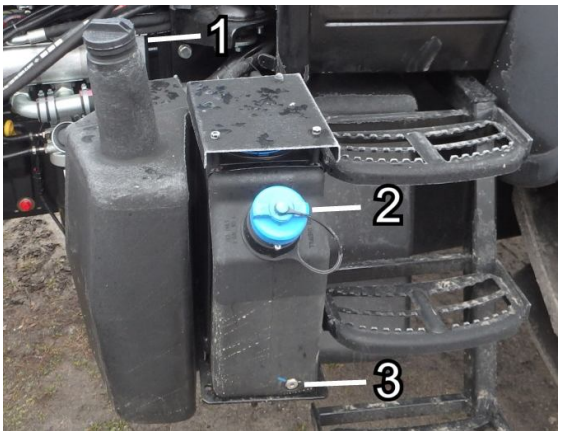

Rys. 4.3.2. Korki wlewowe.
Napełnianie zbiornika płynu AdBlue/DEF (rys. 4.3.2)
1. Otworzyć korek zbiornika płynu AdBlue/DEF (2 - rys. 4.3.2)